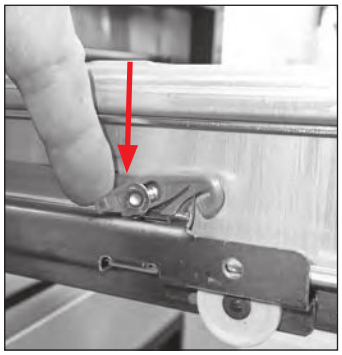

***Fig. 6b.*** Push the back of the retainer down.
1. With the plastic drawer retainer raised, align the drawer with the slide and push the drawer into position. See figs. 6b and 7.